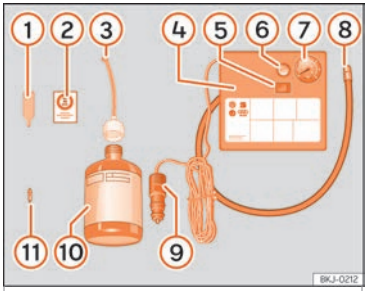

Fig. 39 Representación estándar: contenido del kit antipinchazos.
El kit antipinchazos se encuentra en el compartimento del maletero bajo el revestimiento del suelo. Incluye los siguientes componentes ››› fig. 39:
- Desenrosque la caperuza y el obús de la válvula del neumático. Utilice el aparato ››› fig. 39 (1) para extraer el obús. Colóquelo en una superficie limpia.
- Agite con fuerza la botella de sellante de neumáticos ››› fig. 39 (10).
- Enrosque el tubo de inflado ››› fig. 39 (3) en la botella de sellante. El precinto de la botella se romperá automáticamente. »
- Retire el tapón del tubo de llenado ››› fig. 39 ③ y enrosque el extremo abierto del tubo en la válvula del neumático.
- Vuelva a colocar el obús con el aparato ››› fig. 39 ① en la válvula del neumático.
- Enrosque el tubo de inflado del neumático del compresor ››› fig. 39 ⑧ en la válvula del neumático.
- Compruebe que el tornillo de evacuación de aire está cerrado ››› fig. 39 ⑥.
- Acople el conector ››› fig. 39 ⑨ a toma de corriente de 12 voltios del vehículo ››› pág. 166.
- Conecte el compresor de aire con conmutador ON/OFF ››› fig. 39 ⑤.
- Pegue el adhesivo ››› fig. 39 ② en el cuadro de instrumentos, dentro del campo visual del conductor.
Vuelva a enroscar el tubo de inflado ››› fig. 39 ⑤ y compruebe la presión en el manómetro ⑥.